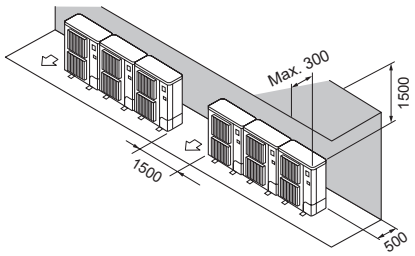

Fig. 2-14
(2) Obstacles uniquement à l'arrière et au-dessus (Fig. 2-14)